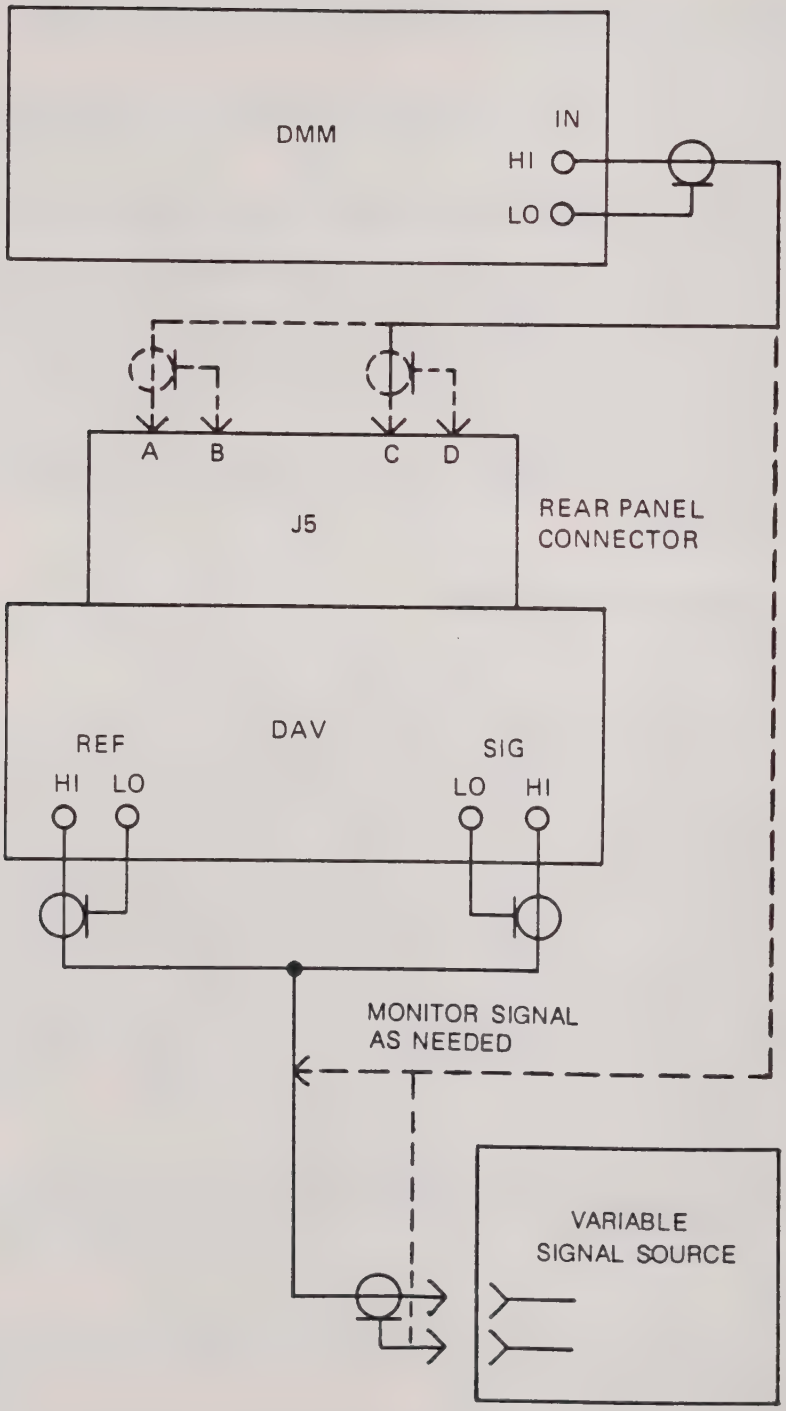

Figure 3-21. Recorder Output Adjustment, Test Setup Diagram
1. Set up equipment as shown in figure 3-21.